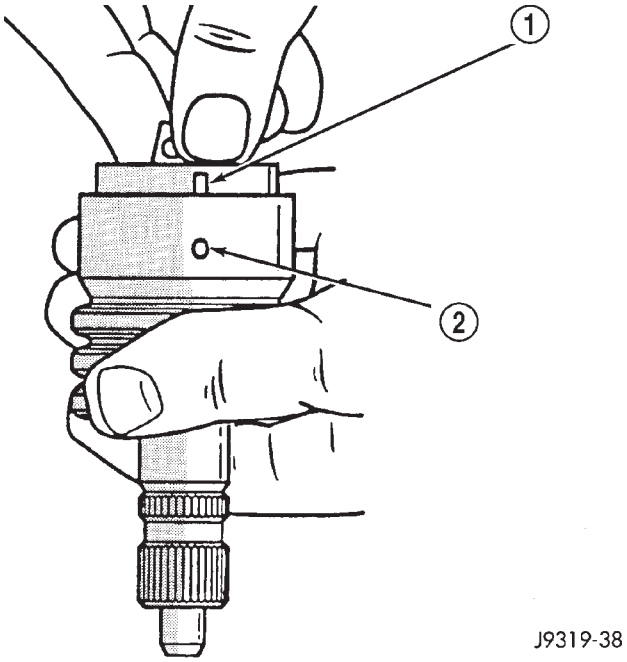

Fig. 30 Stub Shaft Installation
(1) Install spool valve spool O-ring.
(2) Install spool valve in valve body by pushing and rotating. Hole in spool valve for stub shaft pin must be accessible from opposite end of valve body.
(3) Install stub shaft in valve spool and engage locating pin on stub shaft into spool valve hole (Fig. 30).